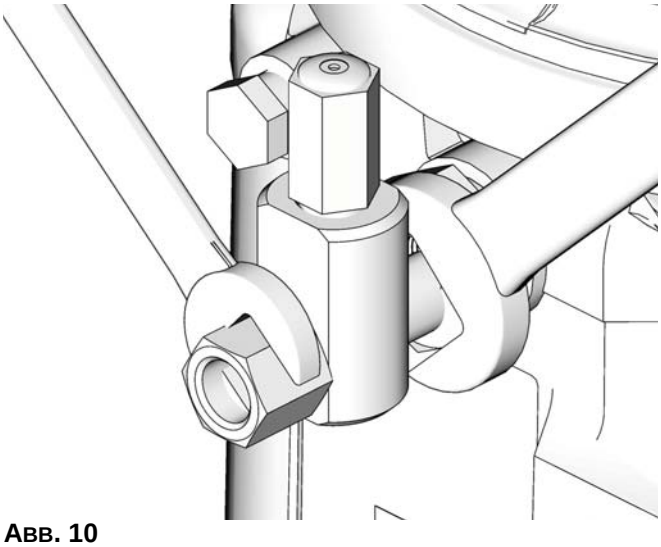

ABB. 10
- Beim Anschließen von Geräten an Pumpenelement oder zusätzliche Fittings immer mit zwei Schraubenschlüsseln in gegenläufiger Richtung arbeiten. Siehe ABB. 10 für Beispiele.